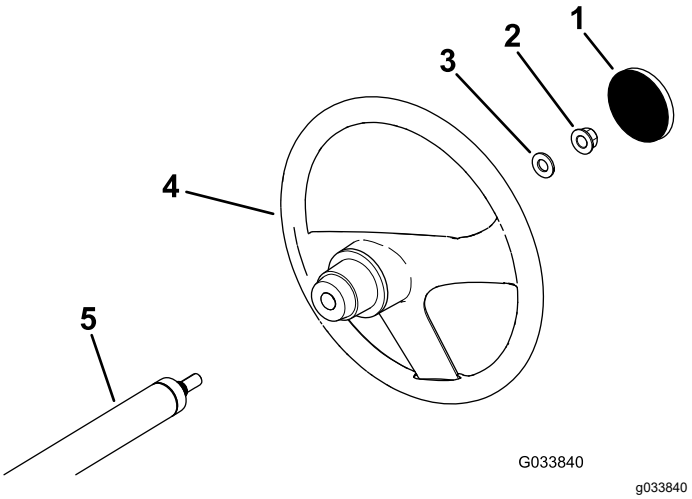

**Figuur 3**
1. Verwijder (indien aanwezig) de kap van de naaf van het stuurwiel (Figuur 3).
2. Verwijder de borgmoer (½") van de stuuras (Figuur 3).
3. Schuif het stuurwiel en de ring (½") op de stuuras (Figuur 3).
5. Bevestig de kap op het stuurwiel (Figuur 3).